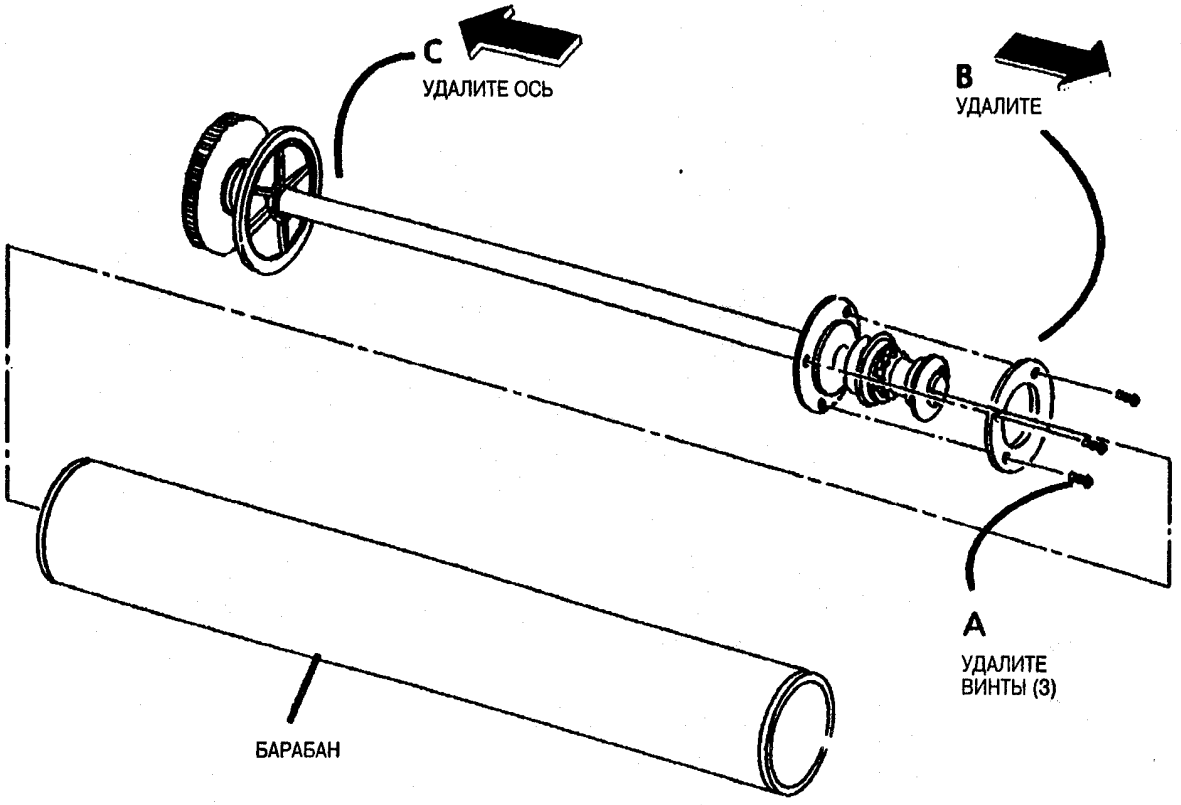

Рис. 1. Удалите ось фоторецептора
6. (Рис. 1): Удалите осевой механизм фоторецептора.